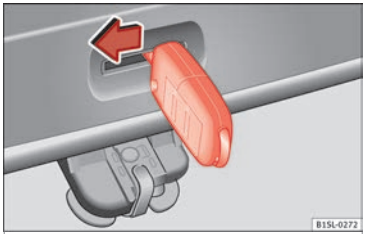

Fig. 7 From the luggage compartment: Emergency unlocking of the booth hatch.
- Insert the key shaft into the rear lid opening ››› Fig. 7 and press the release lever in the direction of the arrow to unlock the rear lid.